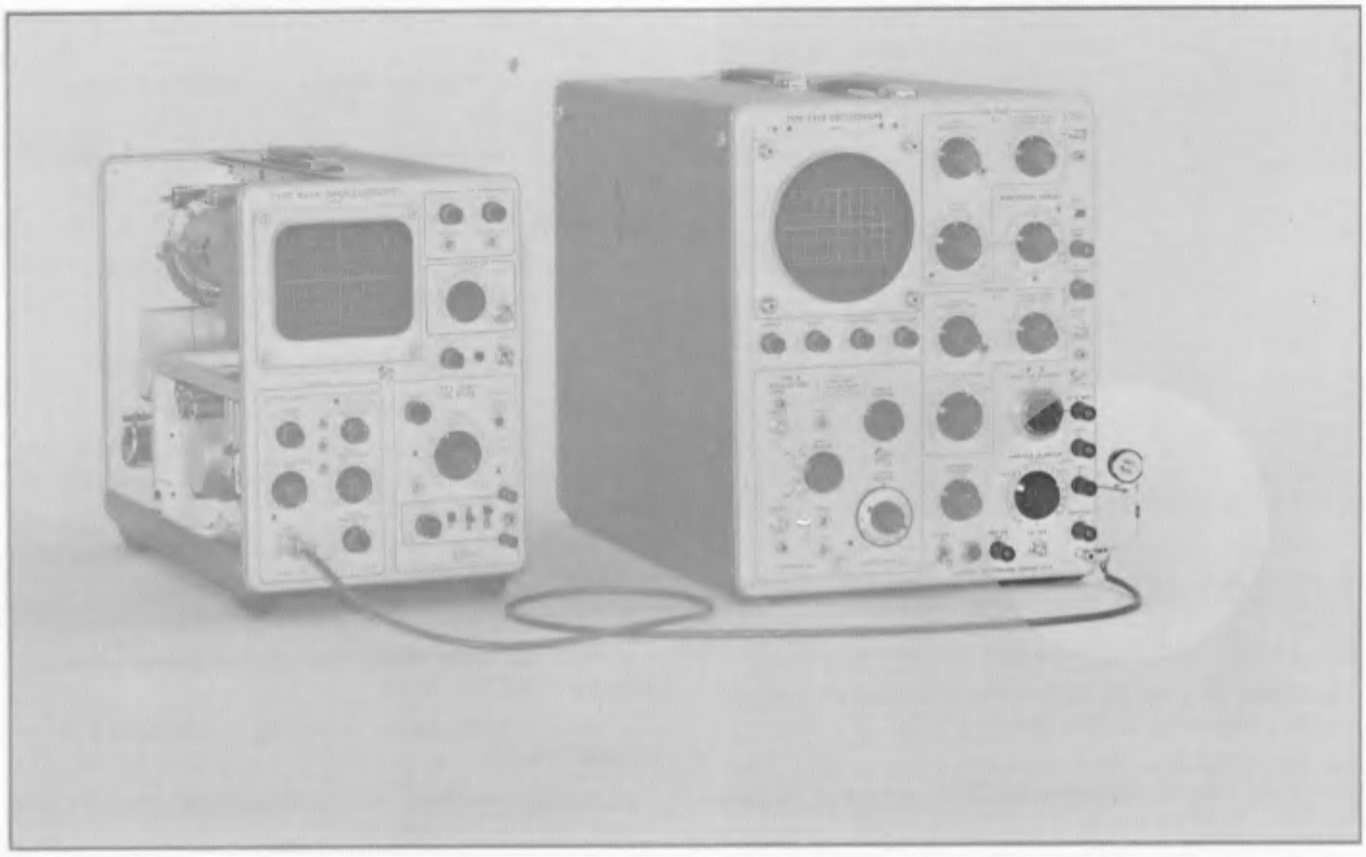

Fig. 5-4. + Gate Attenuator connected to the Test Oscilloscope.
e. Connect both of the shielded pairs of the low capacitance cable across the 50 Ω resistor of the gate generator, as shown in Fig. 5-4.